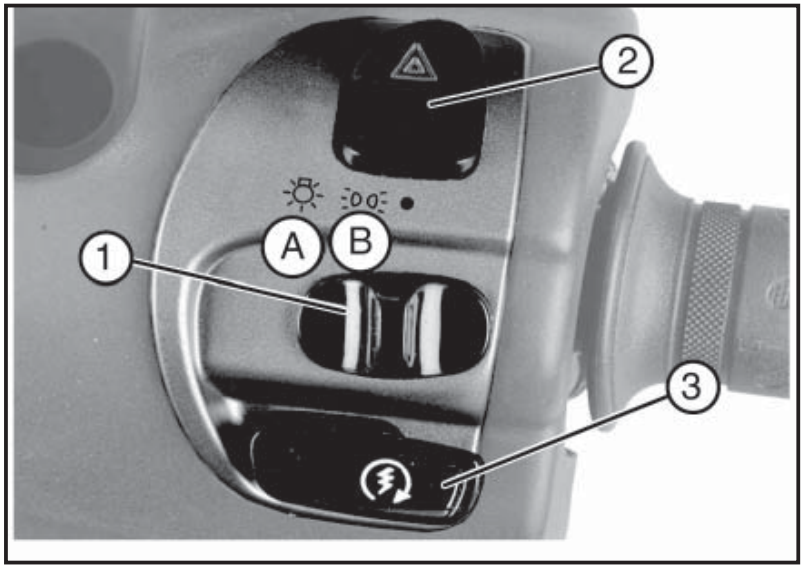

Fig. 01 QSI0019
4.10 MANDOS DERECHOS DEL MANILLAR (Fig. 01)